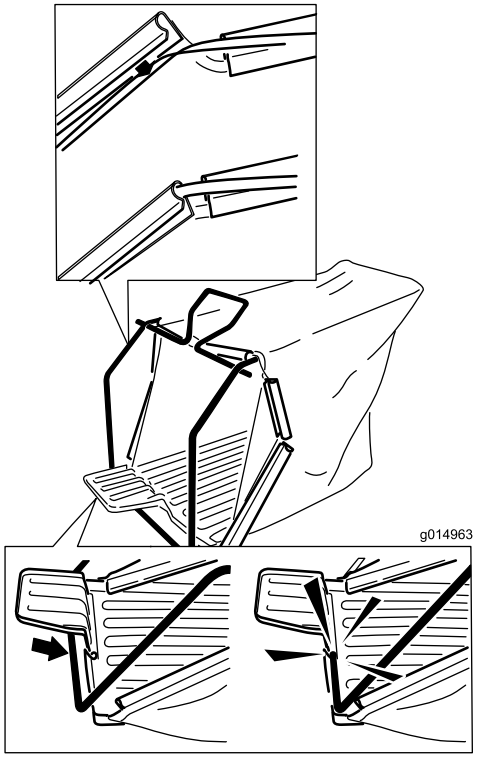

Figuur 6
2. Klik de klemmen op het draadframe; zie Figuur 6.